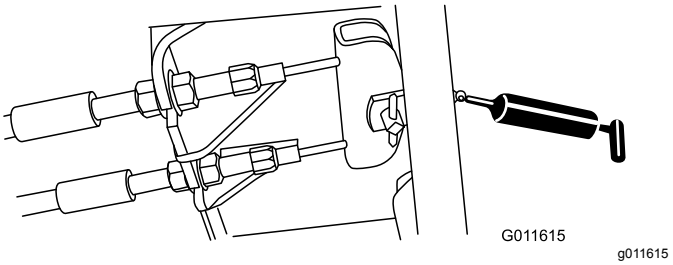

Figure 50
- Pédale de frein (1) (Figure 50)